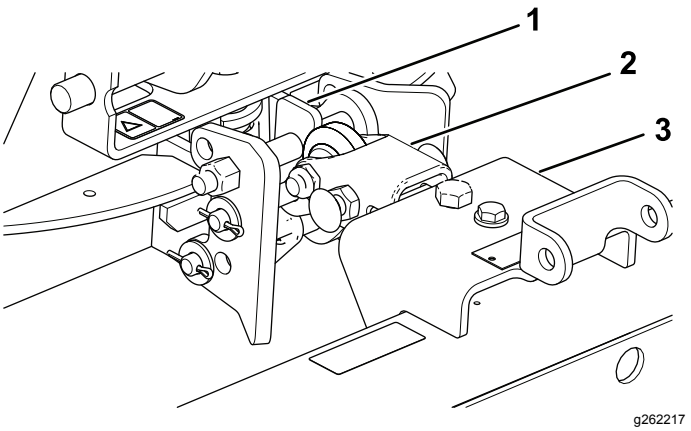

Figura 14
1. Montate il gruppo di attacco in modo che il lato piatto sia sopra (Figura 14).
2. Montate la barra di traino sul lato inferiore del gruppo supporto (Figura 14).